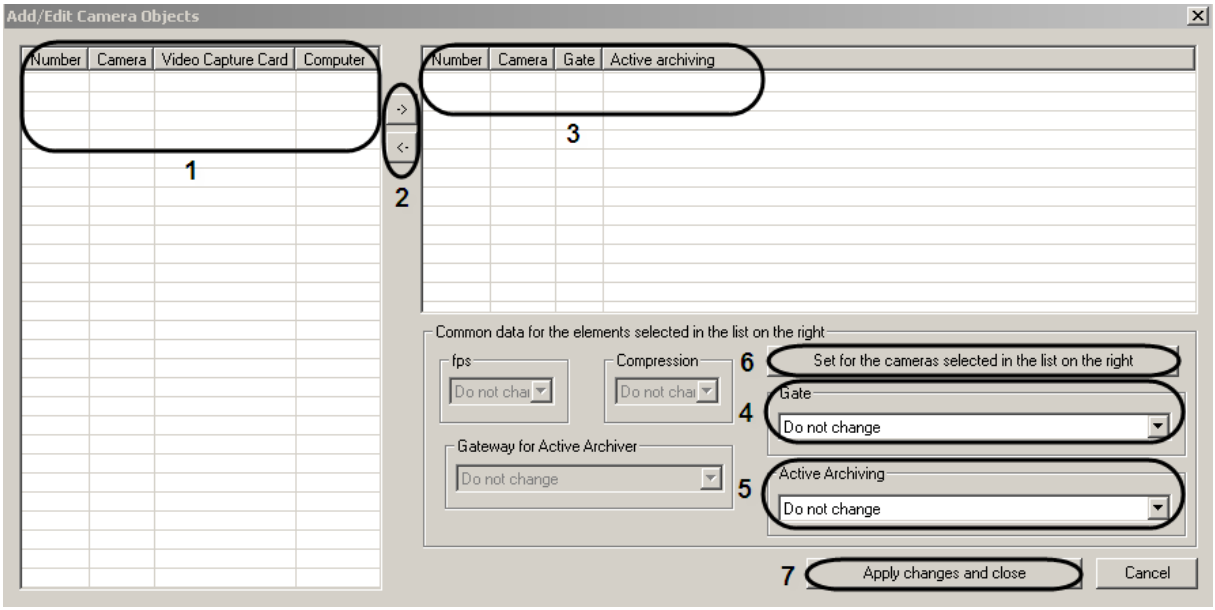

Figure 8.14-5. The "Add/Edit Camera Objects" dialog box
2. As a result the "Add/Edit Camera Objects" dialog box opens (Figure 8.14-5).
3. Select the required cameras in the left list of the "Add/Edit Camera Objects" box (Figure 8.14-5, 1).
4. Move the selected cameras to the right list by clicking the button (Figure 8.14-5, 2).
The <- button is used for reverse action that is for moving the selected video cameras from the right list to the left one (Figure 8.14-5, 2).
5. As a result the selected cameras are displayed in the right list of the “Add/Edit Camera Object” box (Figure 8.14-5, 3).
6. If it is necessary in the right list select the names of required cameras for complex editing their parameters (Figure 8.14-5, 3).
7. If a video archive from the selected camera is to be received via the“Videogate” object, then select the name of this object from the “Gate” drop-down list (Figure 8.14-5, 4).
Note. The “Gate” and “Active Archiving” settings belong to the “Common data for the elements selected in the list on the right” group (Figure 8.14-5).
8. If a video archive from the selected camera is to be transmitted from another “Active archiving” object, select the name of this object in the “Active archiving” drop-down list (Figure 8.14-5, 5).
9. To save the parameters, click the “Set for the cameras selected in the list on the right” button (Figure 8.14-5, 6).
10. As a result the set parameters are shown in the list on the right of the “Add/Edit Camera Objects” box (Figure 8.14-5, 3).
12. To save the changes and close the “Add/Edit Camera Objects” box, click the “Apply changes and close” button (Figure 8.14-5, 7).